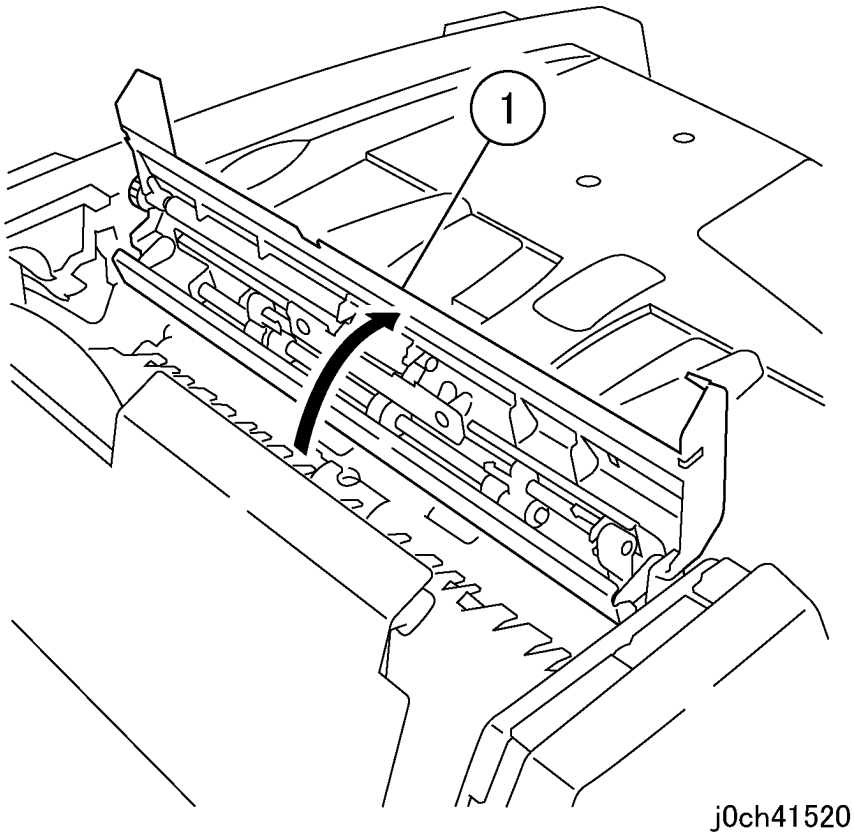

Рисунок 1 Откройте узел тормозного ролика (j0ch41520)
2. Откройте желоб тормозного ролика (рисунок 1).